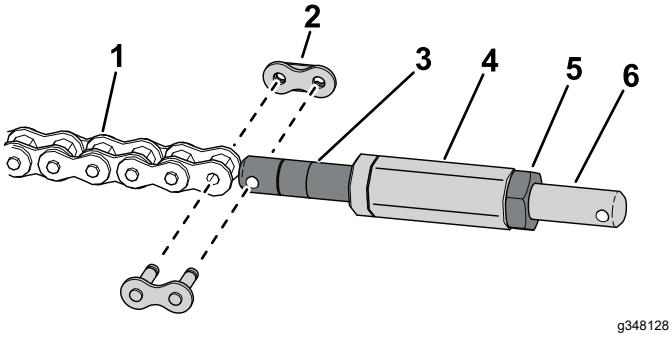

Figuur 3
3. Verbind de ketting via een sluitschakel met de kettingspanmoer (Figuur 3).
4. Monteer de zeshoekige as op de spanmoer van de ketting (Figuur 3).
5. Gebruik een contramoer om de spanmoer van de sluitschakel te monteren op de zeskantige as (Figuur 3).